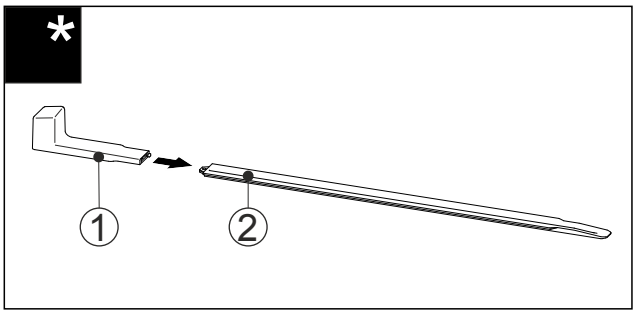

Fig. 47
▶ Attach the installation handle *Fig. 47 (1)* to the levelling rail *Fig. 47 (2)*.